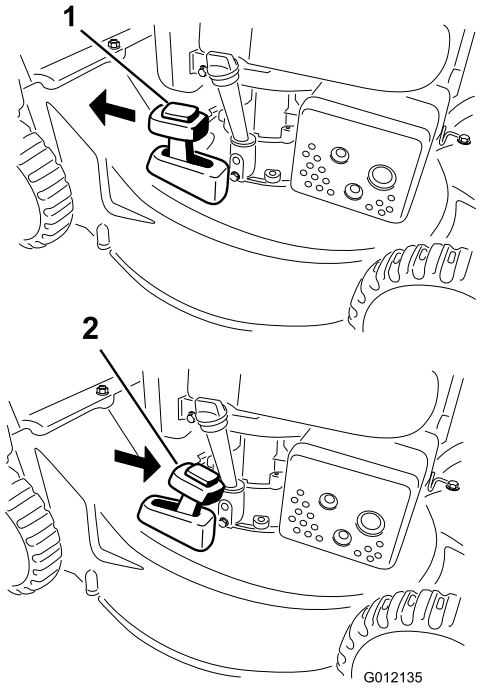

Figur 16
2. Tryck på knappen ovanpå återvinnings-/uppsamlingsspaken och för spaken till **återvinningsläget** (endast modell 20836) (Figur 16).
2. För att samla upp gräsklippet måste du montera gräsuppsamlaren (se Montera gräsuppsamlaren). Tryck på knappen ovanpå återvinnings-/uppsamlingsspaken och för spaken till **uppsamlingsläget** (endast modell 20836) (Figur 16).
Obs: Återvinnings-/uppsamlingsspaken ska vara i **uppsamlingsläget** (Figur 16).